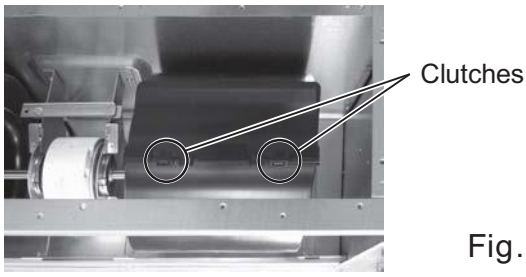
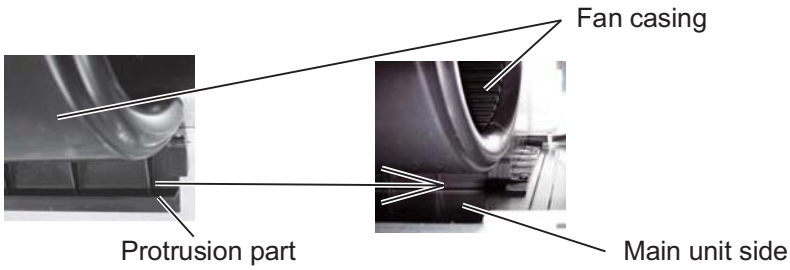

Fig. 5a
Fig. 5c Fig. 5b
5. Disconnect two (2) clutches (Fig. 5a) fixing the lower side of the fan casing and pull out the protrusion part (Fig. 5c) placed onto the side of the main unit (Fig. 5b). Then remove the fan casing.